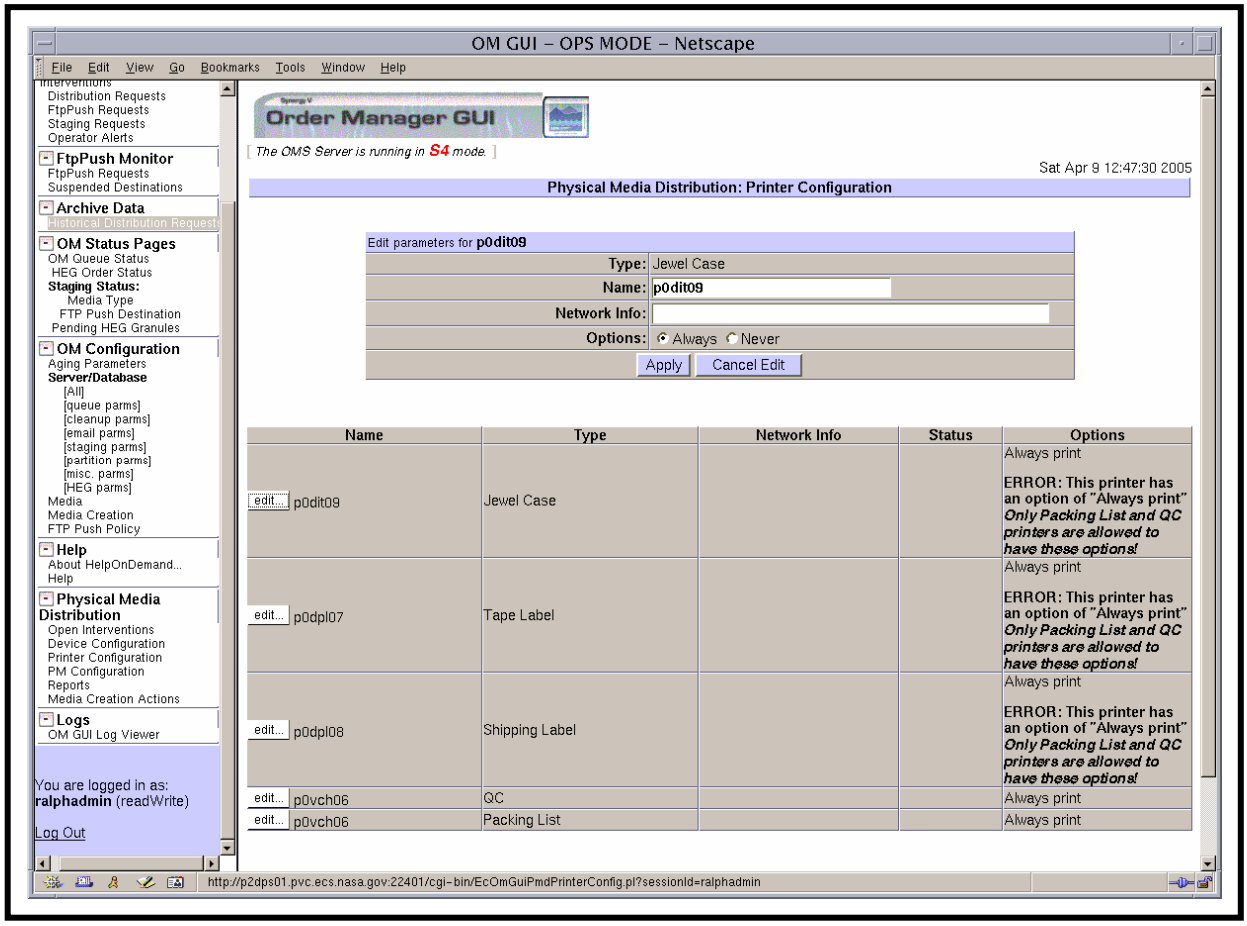

Figure 81. PMD Printer Configuration Page with Edit Parameters Area
4 To change a printer's configuration first click on the **edit…** button next to the printer name to bring up a **PMD Printer Configuration** page with an **Edit parameters** area for the specified printer (Figure 81).
- A **PMD Printer Configuration** page with an **Edit parameters** area for the specified printer (Figure 81) is displayed.
5 Observe information displayed on the **PMD Printer Configuration** page with **Edit parameters** area for the selected printer (Figure 81).
- The **PMD Printer Configuration** page with **Edit parameters** area (Figure 81) is dismissed.